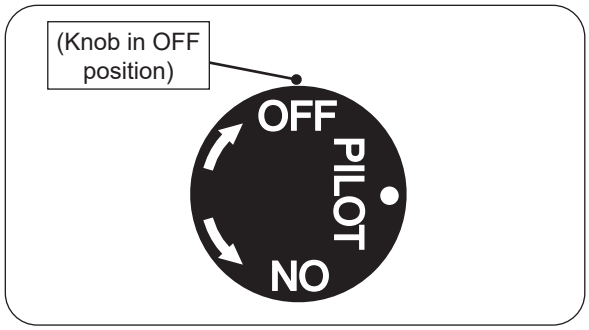

Fig. 33-2 Pilot shut down
2. Locate the valve on the side of the unit. Push in the gas control knob slightly and turn clockwise ↷ to **OFF** (see Fig. 33-2).
Push in the control knob slightly and turn clockwise ↷ to **OFF**. Do not force. See Fig. 33-2.